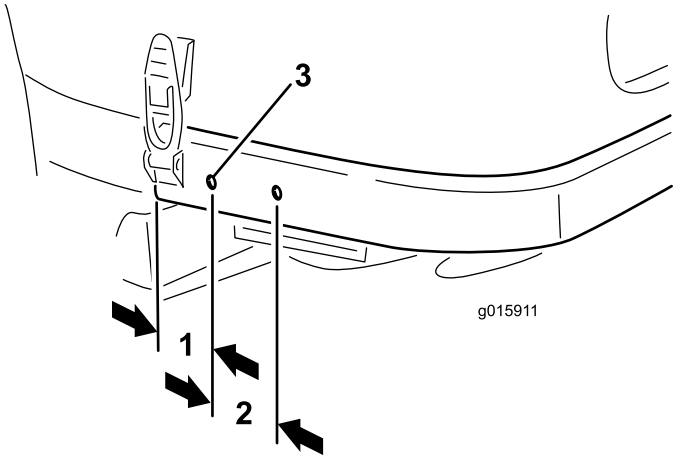

Figuur 9
2. Maak gebruik van de afmetingen die worden getoond in Figuur 9 en markeer en boor (2) openingen met een diameter van 9 mm aan elke kant van het achterframe. Breng de gaten aan in het midden van de hoogte van het frame.